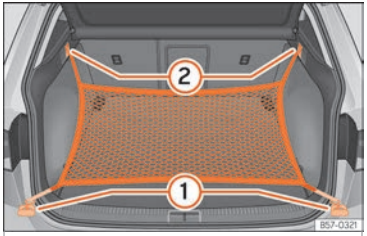

Fig. 134 In the luggage compartment: rings ① and hooks ② for attaching the net bag.
- Secure the short net hooks to the fastening rings ››› Fig. 134 ① ››› ⚠. The bag zip should be facing upwards.
- Secure the straps in the bag hooks ②.